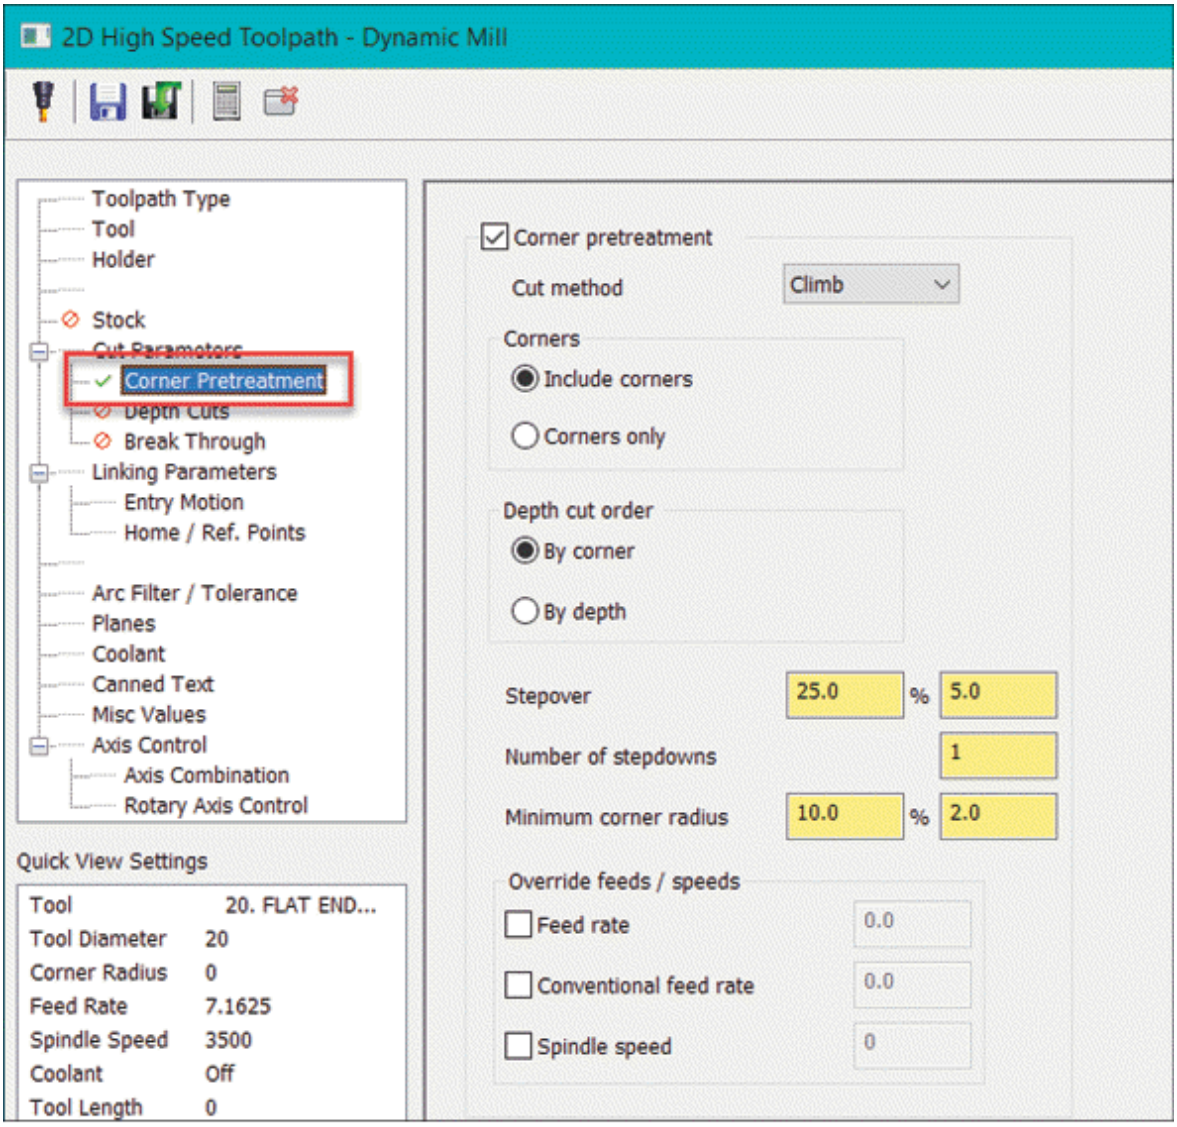

Figure-30. Corner Pretreatment options
- Select the **Corner Pretreatment** option from the left area to define how corners will be created in the toolpath. The options in dialog box will be displayed as shown in Figure-30. Select the **Corner Pretreatment** check box to activate the options.